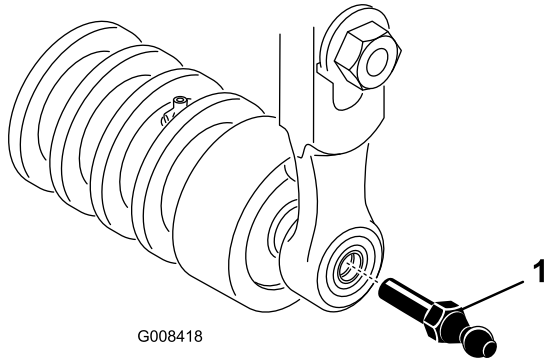

Figur 10
3. Skru en kugletapskrue på hver ende af klippeenhedens frontrulle (Figur 10).